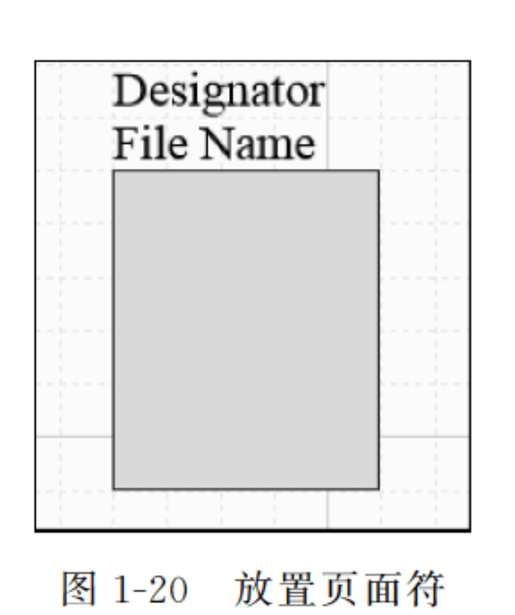

图 1-20　放置页面符
② 将页面符放到合适的位置，先单击确定页面符的一个顶点，移动光标到合适的位置再次单击确定其对角顶点位置，即可得到大小适宜的页面符，如图 1-20 所示。